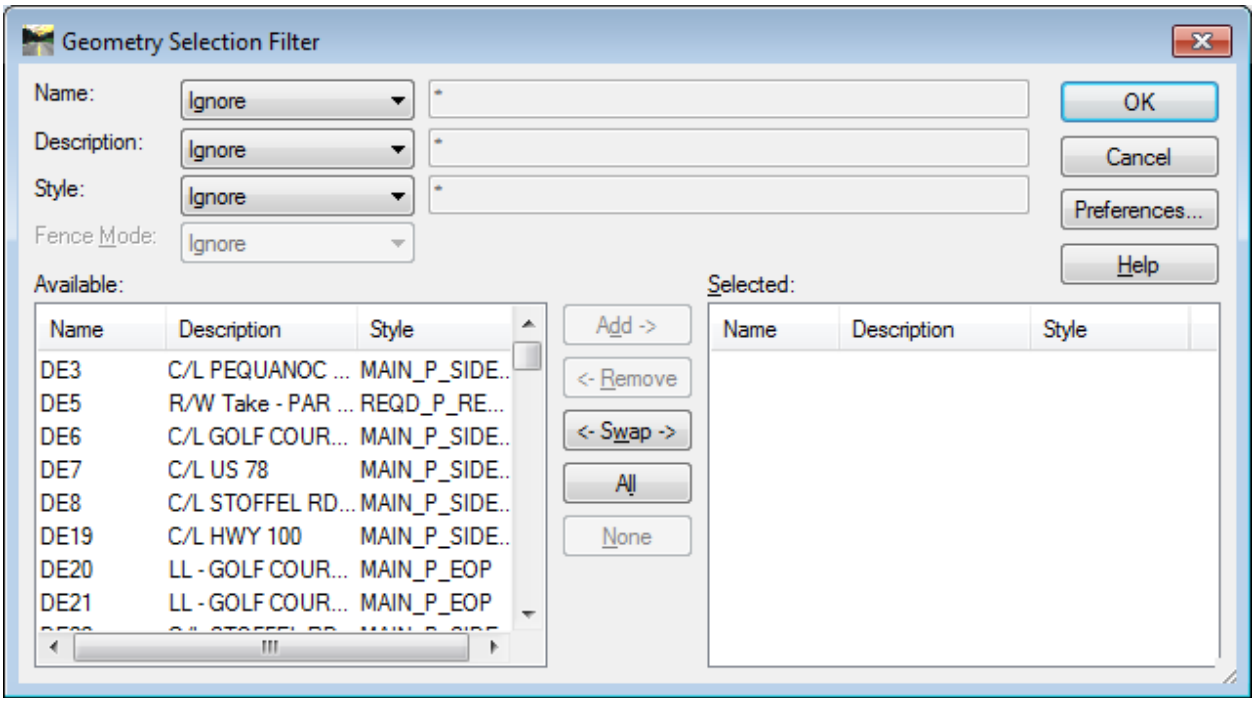

Figure L14-2 Geometry Selection Filter
10.	**Open the Geometry Selection Filter dialog.** • In the **Geometry Report dialog**, left click in the **Horizontal Alignments – Include:** field. This activates the **Filter** button. • Click the **Filter** button. The **Geometry Selection Filter** opens as shown in *Figure L14-2*.